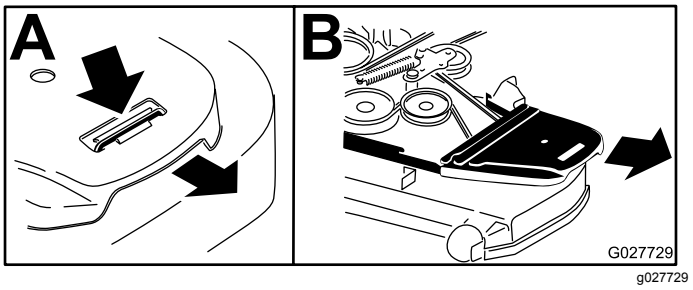

Figure 59
4. Retirez les couvercles de courroie (Figure 59).